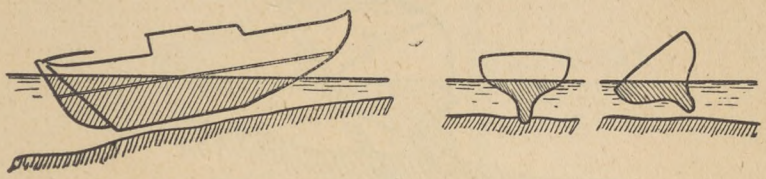

Rys. 222.
2) staramy się uzyskać jak największy przechył jachtu do tyłu i w bok, aby kil oderwał się od dna lub przynajmniej nie tak mocno do niego przylegał (rys. 222):